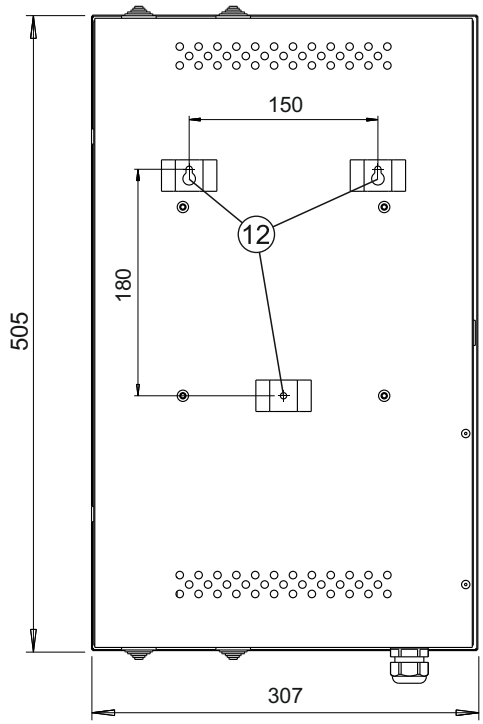
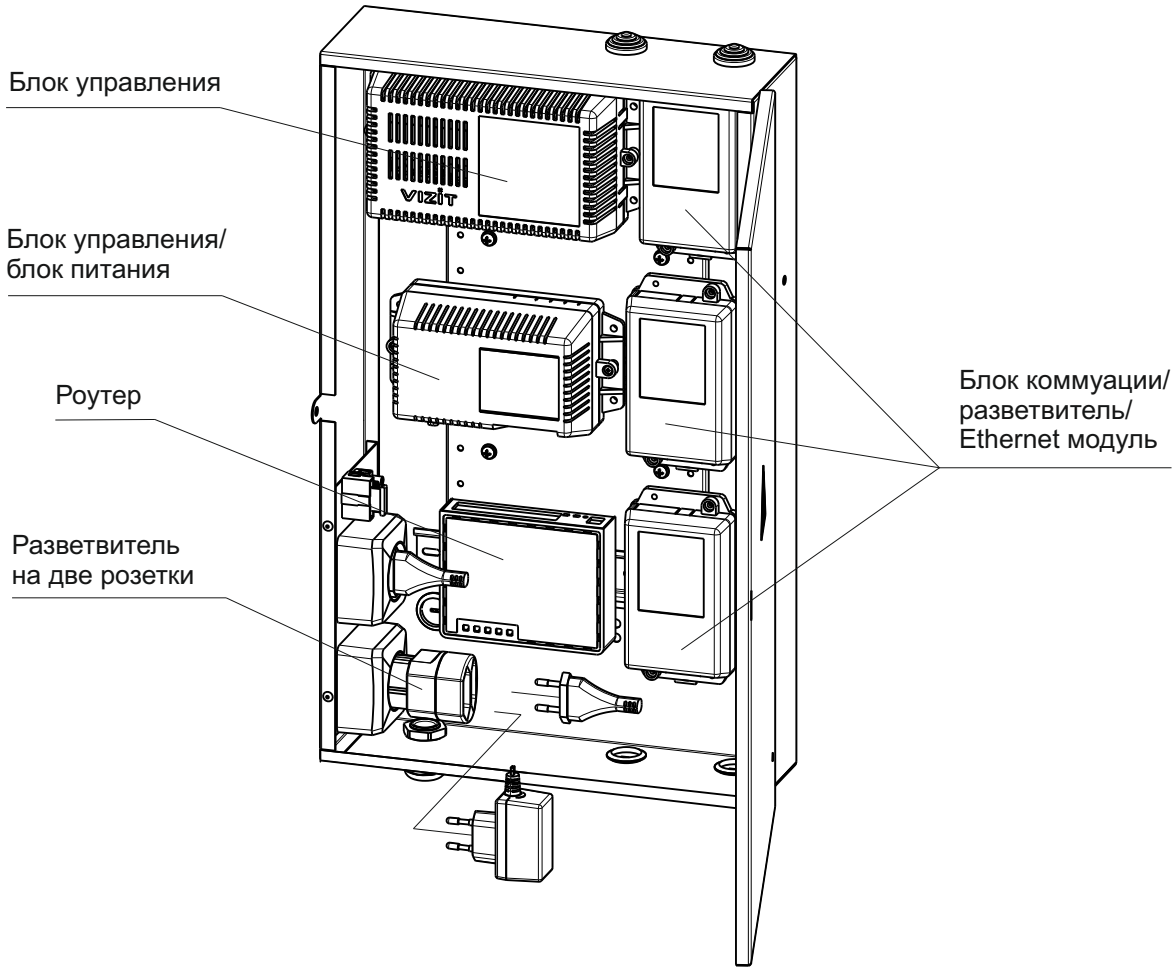

Рис.1 - Внешний вид, габаритные и установочные размеры бокса
Рис.4 - Пример расположения блоков в боксе
Установочные размеры бокса приведены на Рис. 1.
Для крепления на стене используются скобы (12) (см. Рис. 1) на задней стенке бокса, а также шурупы 4х40 и дюбеля 6х40 (в комплект поставки не входят).
Пример расположения блоков в боксе показан на Рис. 4.
- Заведите провода линии связи в бокс через кабельные вводы (7) (см. Рис. 1) .
- Если конструкция блока вызова предусматривает его зануление, подключите защитный провод блока вызова к клемме (11) . Защитный провод соединяется с кабельным наконечником клеммы методом опрессовки.
- Подключите сетевую вилку блока управления / блока питания к розетке (см. Рис.4).
- Подключите сетевые вилки блока управления / блока питания и роутера к тройнику (см. Рис.4).